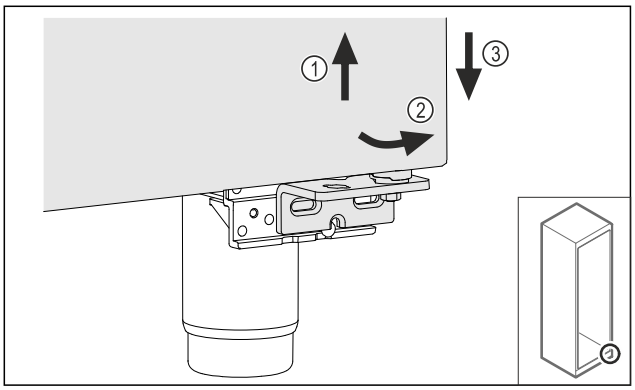

Fig. 14
▶ Deur iets optillen *Fig. 14 (1)*, onderzijde naar voren kantelen *Fig. 14 (2)* en laten zakken *Fig. 14 (3)*.